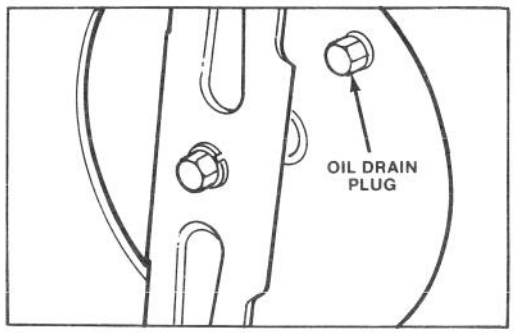

Figure 14
3. Tip mower on its left side (Fig. 14). Do not rotate blade while mower is tipped.
4. Remove drain plug (Fig. 14), and tip mower back to its normal position to drain oil.